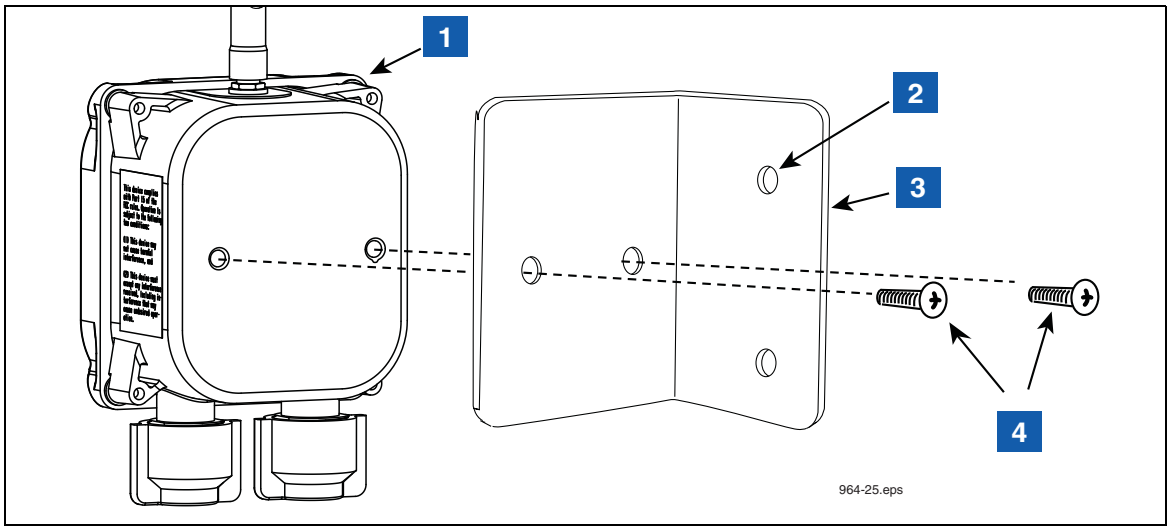

**Figure 19. Attaching Mounting Bracket To Receiver Or Repeater**
1. One Receiver is required per site and it is mounted in the vertical position (antenna up) on the outer wall of the same building housing the TLS RF. The Receiver is attached to its mounting bracket with #10 x 1/2" taptite screws from its install kit (see Figure 19). The L-bracket is then mounted on the outer wall of the building using appropriate fasteners (customer supplied). If the Receiver will be exposed to the weather, attach the L-bracket to the mounting surface inside a weatherproof enclosure. This enclosure is not required when mounting the Receiver under a roof overhang and shielded from the weather.
| LEGEND FOR NUMBERED BOXES IN Figure 19 | |
2. The Repeater is attached to its mounting bracket with #10 x 1/2" taptite screws from its install kit (ref. Figure 19 on page 30). The L-bracket is then attached to the outer wall of the building using appropriate fasteners (customer supplied). If the Repeater will be exposed to the weather, attach the L-bracket to the mounting surface inside a weatherproof enclosure. This enclosure is not required when mounting the Repeater under a roof overhang and shielded from the weather.